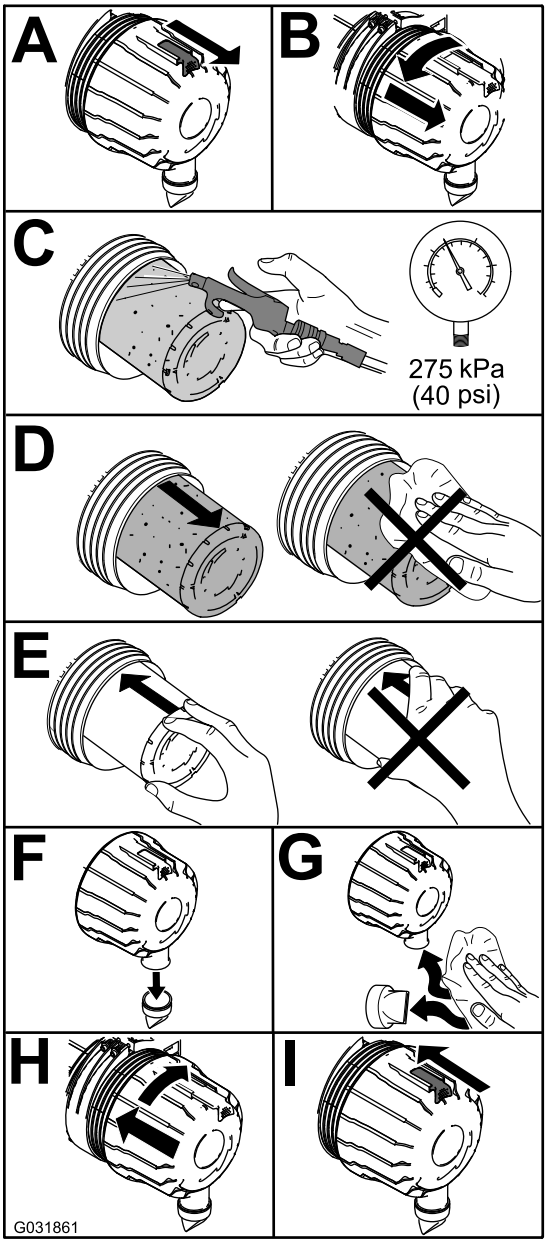

**Figur 45**
1. Udskift den primære luftfilterindsats (Figur 45).